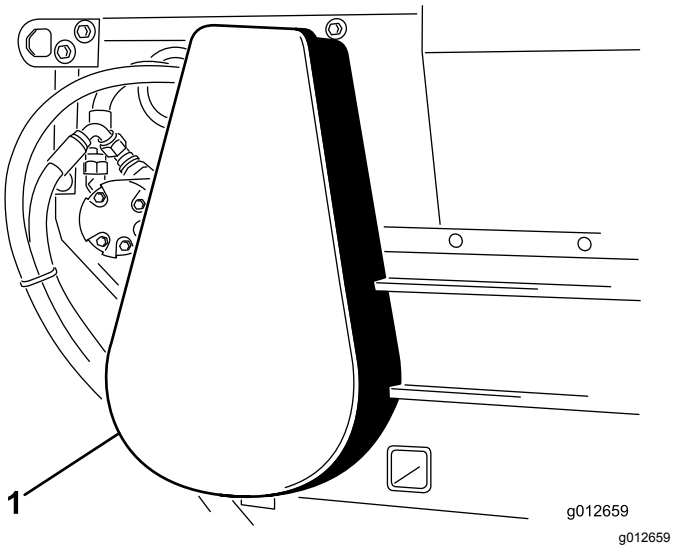

Figure 23
2. Remove the chain cover (Figure 23).
6. Install chain cover (Figure 23).